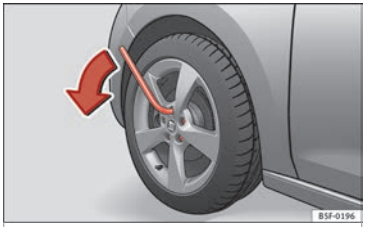

Fig. 124 Changing a wheel: loosen the wheel bolts.
– Grip the end of the box spanner and turn the wheel bolt about **one** turn anti-clockwise ››› Fig. 124.